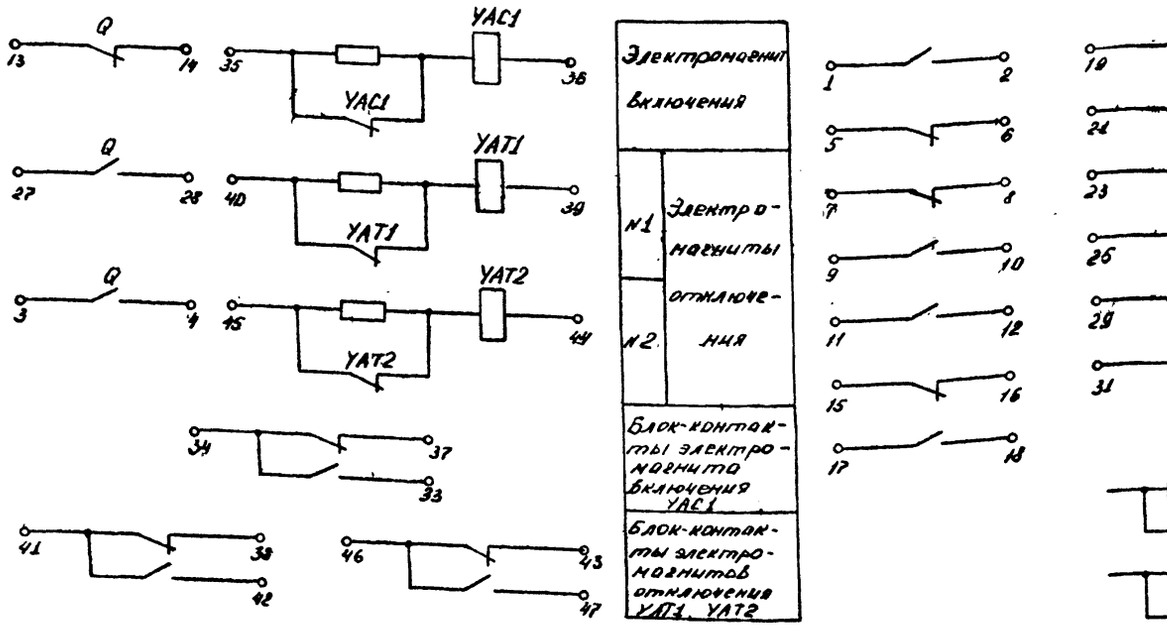

Рис. 4 - остальное см. рис 3
3. На рис. 4 показана схема электрическая принципиальная для полуполюсов 1 и 2 первых электромагнитов отключения и вторых электромагнитов напряжением 110 В